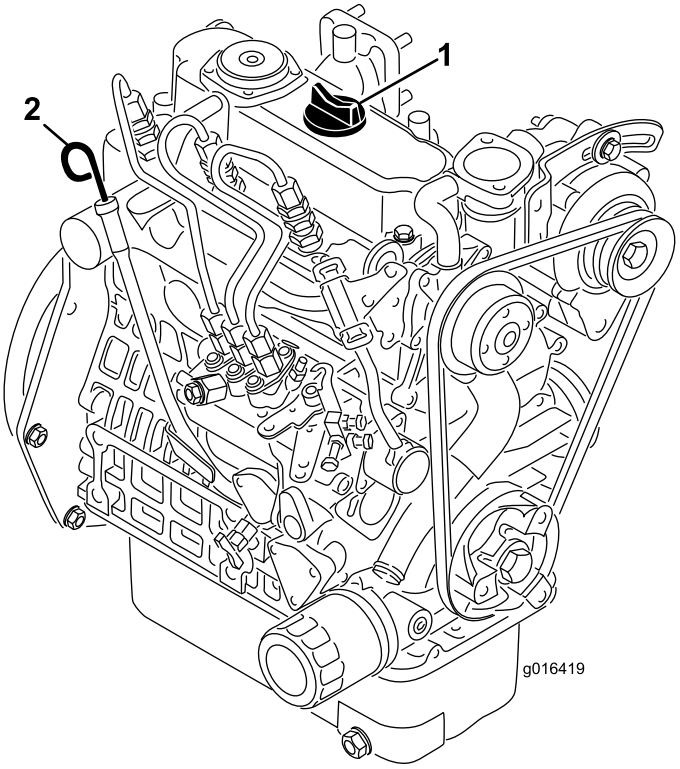

Figur 23
2. Fjern målepinden, og aftør den med en ren klud (Figur 23). Sæt målepinden ned i målepindsrøret, og sørg for, at den sidder helt i bund. Tag målepinden ud af røret igen, og kontroller oliestanden. Hvis oliestanden er lav, skal du fjerne påfyldningsdækslet fra ventildækslet og **langsomt** påfylde så meget olie, at oliestanden stiger til Full-mærket på målepinden. Hæld langsomt olie på, og kontroller niveauet ofte under denne proces. **Fyld ikke for meget på.**